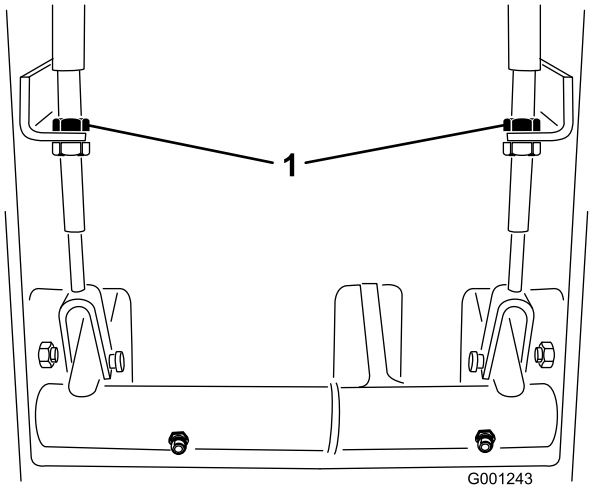

**Figur 62**
2. Stram bremserne for at reducere bremsepedalernes frie vandring ved at løsne den forreste møtrik på bremsekablets gevindende (Figur 62). Tilspænd derefter den bageste møtrik for at flytte kablet bagud, indtil bremsepedalerne har 13 mm til 25 mm fri vandring.